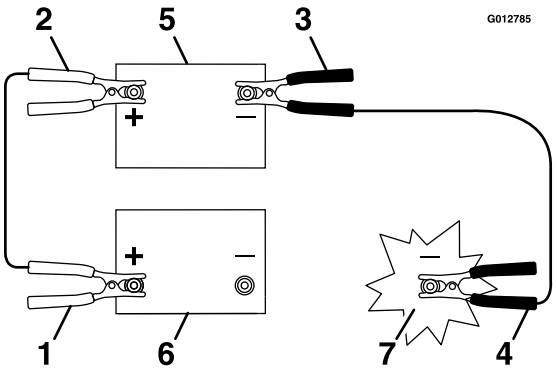

Figur 48
3. Anslut pluskabeln (+) till pluspolen (+) på det urladdade batteriet som är anslutet till startmotorn eller elektromagneten enligt Figur 48.